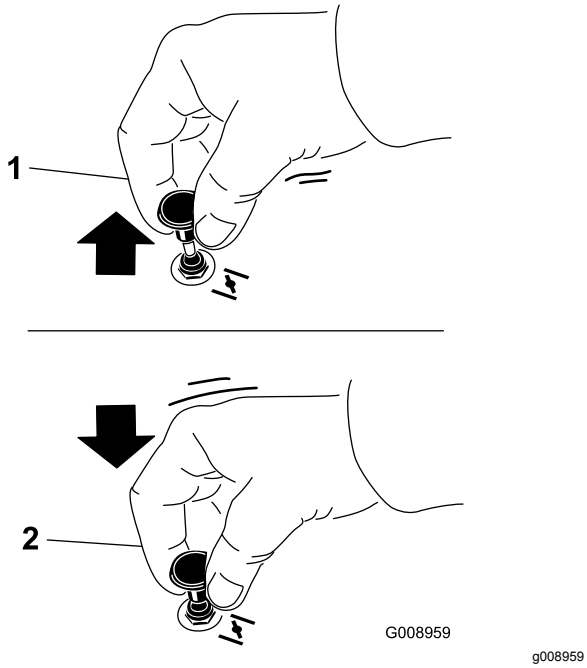

Figur 12
1. Træk op i chokerhåndtaget for at aktivere chokeren, før tændingskontakten tages i brug (Figur 12).
2. Tryk chokerhåndtaget ned for at deaktivere chokeren, når motoren er startet (Figur 12).